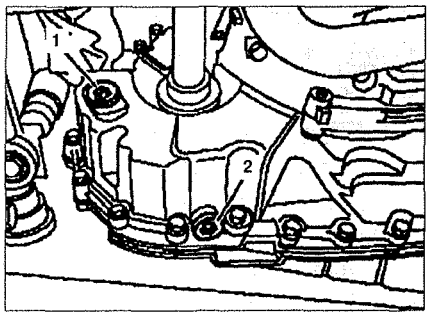

Рис. 1.32. Сливная 2 и заливная 1 пробки автоматической коробки передач.
1. Протрите поверхности вокруг заливной **1** и сливной **2** пробок (см. рис.1.32).